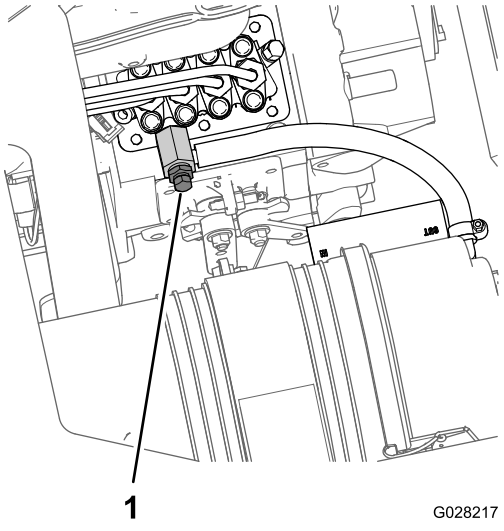

Figur 74
8. Placera ett avtappningskärl under motorns insprutningspump (Figur 74).
9. Öppna avluftarskruven på insprutningspumpen (Figur 74).
11. Låt nyckeln sitta i det PÅSLAGNA läget tills en jämn bränsleström flödar ut runt avluftarskruven (Figur 74).
12. Dra åt avluftarskruven (Figur 74) och vrid nyckeln till det AVSLAGNA läget.